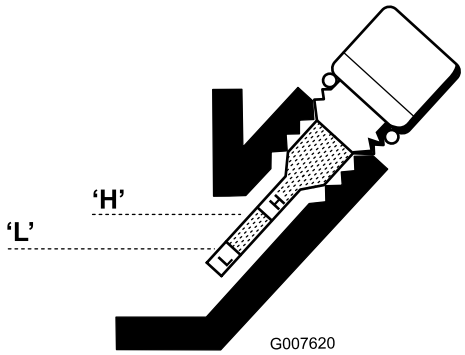

Figur 20
5. Tillsätt olja så att nivån ligger mellan H- och L-markeringarna på stickan, om oljenivån är låg (Figur 20). **Fyll inte på för mycket.**